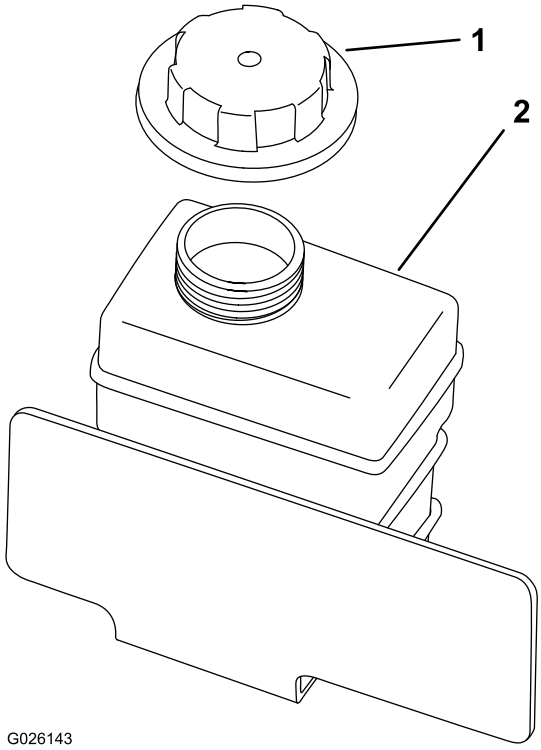

Figur 61
4. Fjern reservetankens dæksel (Figur 61).